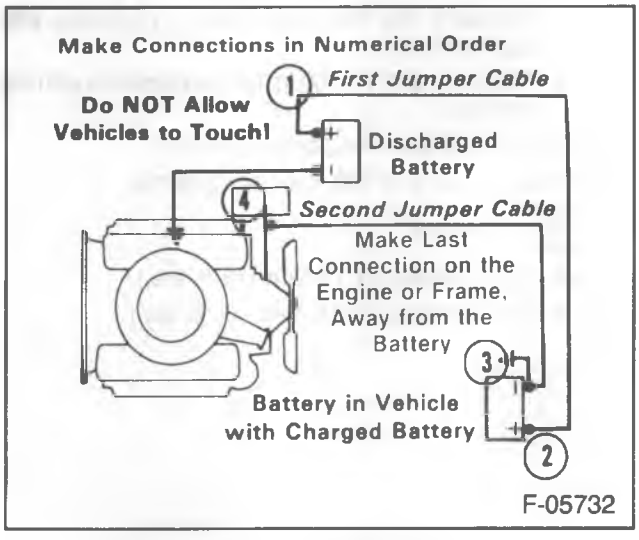

Figure 9—Jump Starting Connection
3. Making sure the cable clamps do not touch any other metal parts, clamp one end of the first booster cable to the positive (+) terminal on one battery (figure 9), and the other end to the positive terminal on the other battery. Never connect (+) to (-).